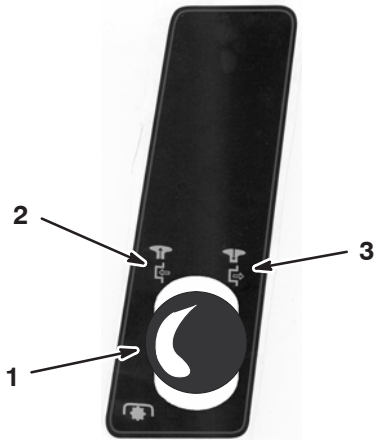

Figur 10
4. Udkobl skæreknivenes kraftudtag. Se figur 10.